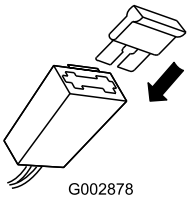

Figur 39
2. Byt säkringen i hållaren (Figur 39).